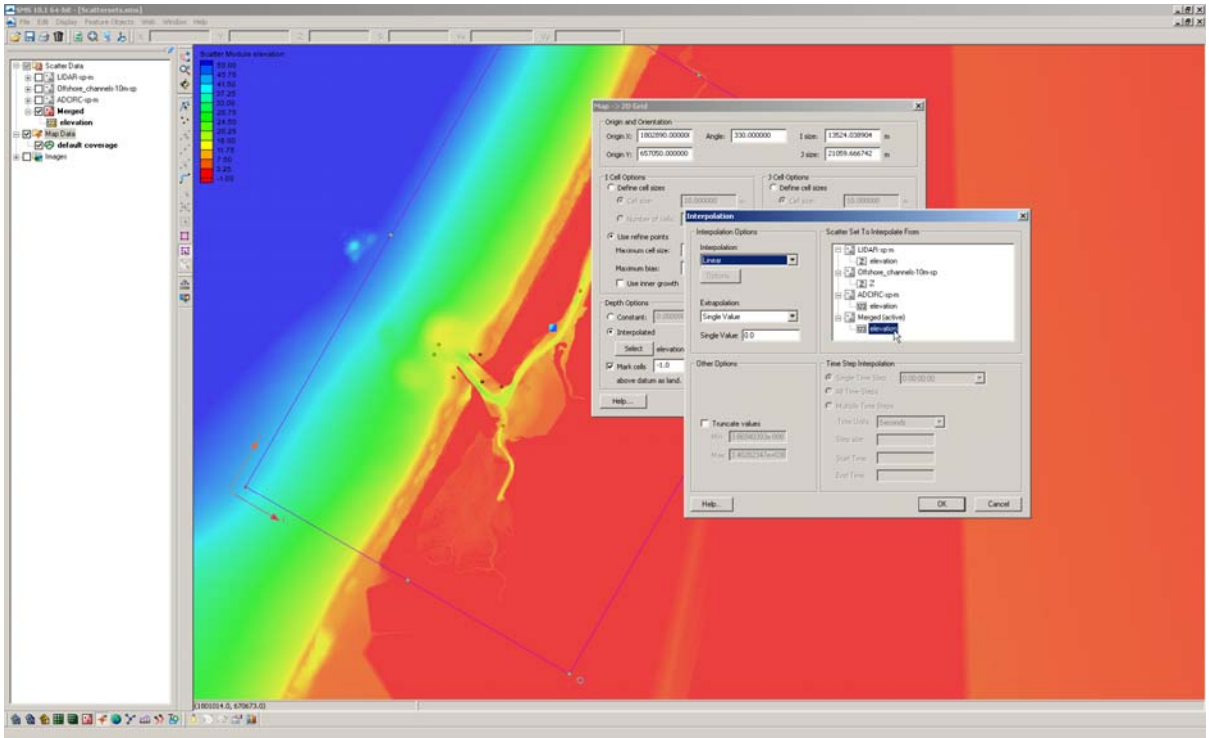

Figure 8. Depth Interpolation options for the Map→2D function.
6. Click *Feature Objects*, *Map→2D Grid*, and check that all the grid properties are set properly, *Use inner growth* is turned off, the *Interpolated Depth* (Figure 8) from the merged file is selected, and define an elevation cutoff where cells will be non-computational land cells (always dry, act as a wall).